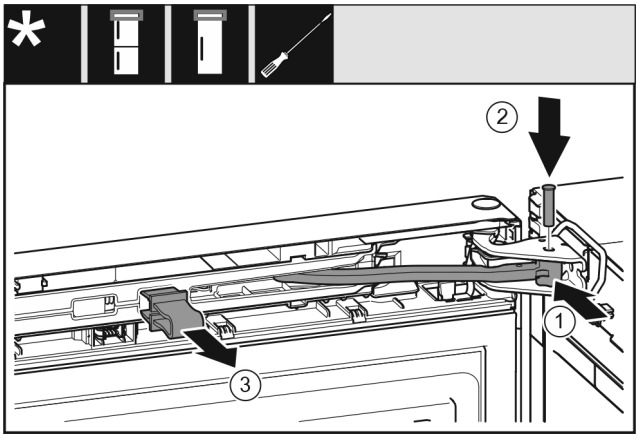

Fig. 23
▶ Turn the joint *Fig. 23 (1)* in the bearing block.
▶ Insert thebolt *Fig. 23 (2)* into the bearing bracket and joint. Ensure that the latching cam is in the groove properly.
▶ Remove the safeguard *Fig. 23 (3)*.